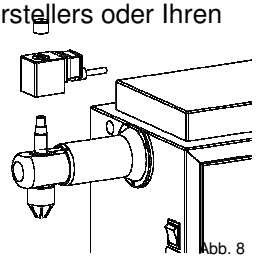

Abb. 8
- (Sofern vorhanden) Schrauben Sie die Rändelmutter des Magnetventils ab, nehmen Sie die Magnetspule nach oben ab und lassen Sie diese am Kabel herabhängen (Abb. 8).